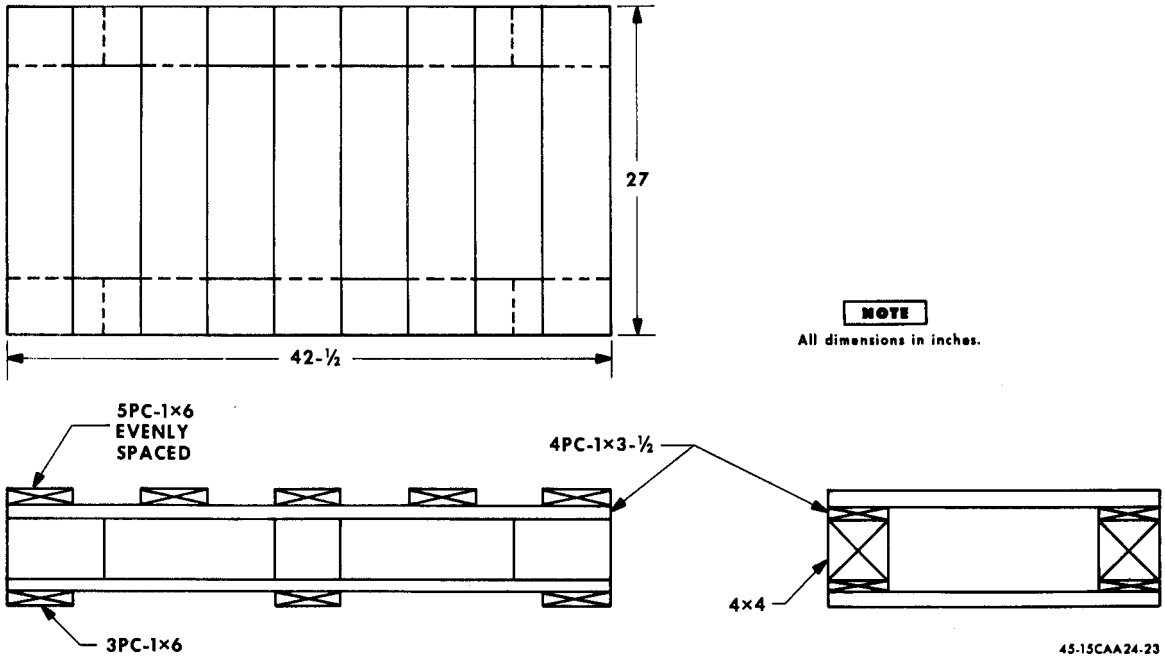

Figure 3-2. Configuration of Pallet
a. Prepare a four-way pallet, 42 1/2 inches long by 27 inches wide by 7 inches high, using eight pieces of lumber 1 inch thick by 6 inches wide by 27 inches long, four pieces of lumber 1 inch thick by 3 1/2 inches wide by 42 1/2 inches long, four pieces of lumber 4 inches thick by 4 inches wide by 8 inches long, and two pieces of lumber 4 inches thick by 4 inches wide by 6 inches long. Use tenpenny cement coated nails for fabricating pallet. (See figure 3-2.)